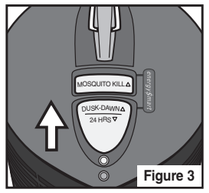

Figure 3
- **b.** To select ***energy$mart***™ Dusk to Dawn Operation, slide the large gray button up, revealing the Sundown Sensor. The button will align with the ***energy$mart***™ marking **(Figure 3)**. The unit will automatically turn ON at dusk, operate through the night and turn OFF in the morning, saving energy by operating only when insects are most active.